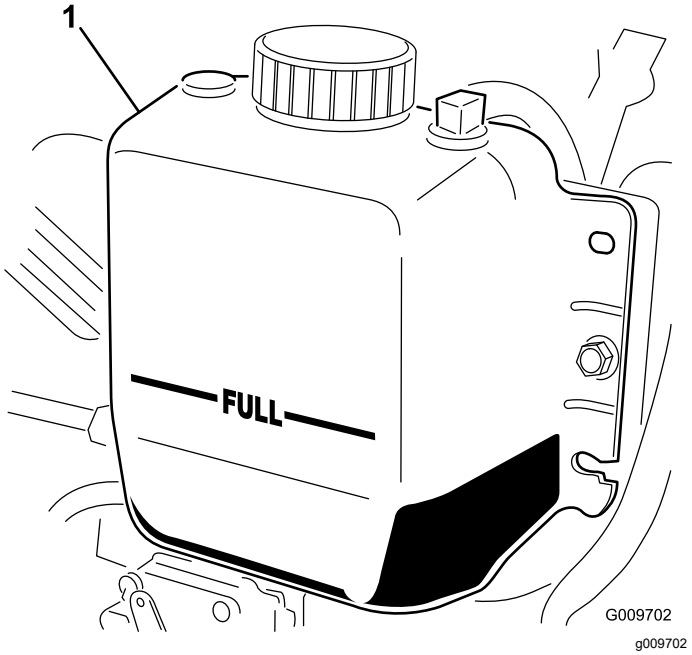

Figur 111
3. Kontroller kjølemiddelnivået i radiatoren. Fyll radiatoren opp til toppen av påfyllingshalsen og ekspansjonstanken opp til FULL-merket (Figur 111).